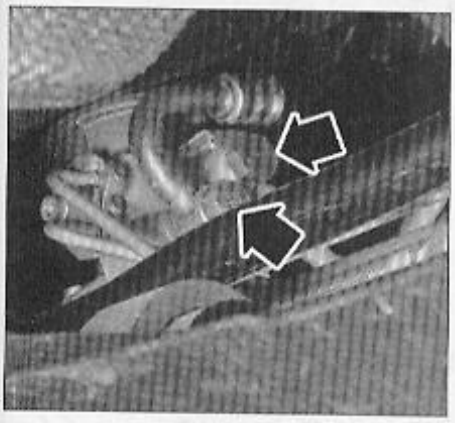

FIG. 9
• Sur le boîtier de direction, déposer les tuyaux d'arrivée et de retour **(Fig.9)**.